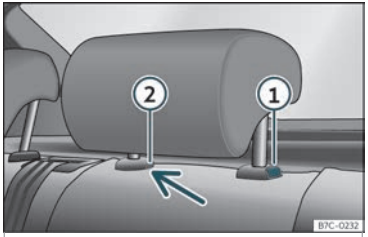

Fig. 101 Repousacabezas traseiro:desmontaxe.
- Prema a tecla ››› fig. 101 ①, apertando á vez polo orificio do seguro ② cun desapara-fusador plano de máximo 5 mm de anchura e retire o repousacabezas.